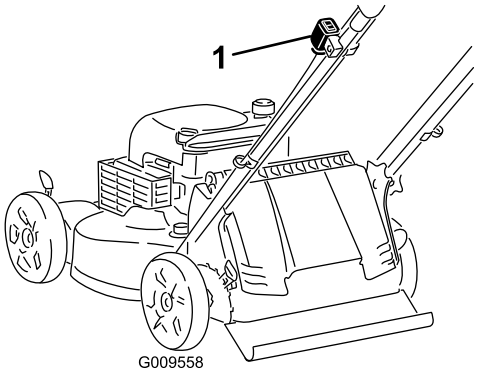

Figura 11
1. Se sulla vostra macchina l'interrutto di accensione (Figura 11) è un commutatore (con entrambe le posizioni on "I" e off "Stop"), portatelo in posizione "I". Altrimenti passate al punto 2.